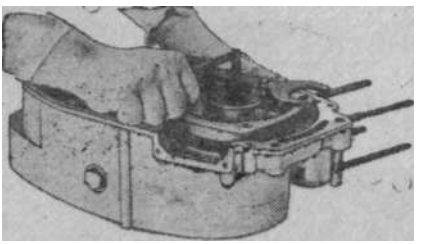

Рис. 106. Выпрессовка крышки кривошипной камеры.
1. Вывинтить винты крепления крышек *4* и *39* (рис. 97) кривошипных камер и при помощи ключа *24—27* из комплекта инструмента снять крышку с уплот-, нительными кольцами, при этом необходимо в отверстия ключа вставить два винта крепления крышки и завинтить их в крышку кривошипной камеры, а в среднее отверстие ключа ввернуть съемник генератора; при ввертывании съемник упирается в полуось коленчатого вала и стягивает крышку кривошипной камеры (рис. 106).